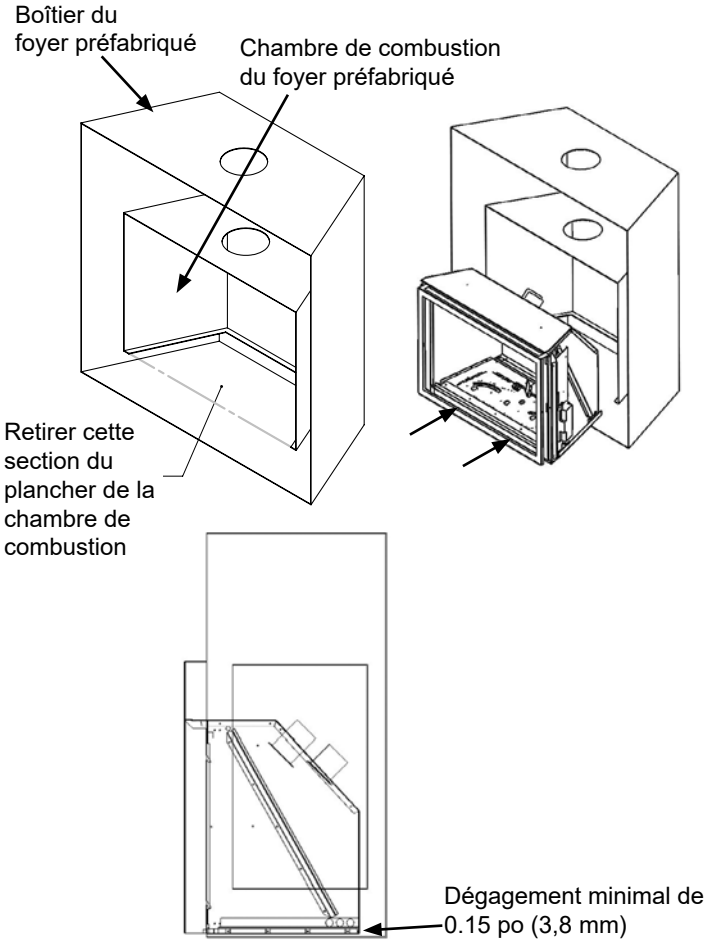

Figure 9.1.02: Retrait du plancher en métal
Le plancher en métal (J) peut être retiré pour donner l'espace additionnel nécessaire à l'installation de l'encastrable, pourvu que cela ne compromette pas l'intégrité structurelle du foyer existant, et que le dégagement minimal obligatoire de 0.15 po (3,8 mm) soit maintenu entre le bas de l'encastrable et le bas du boîtier du foyer existant. Pour ce faire, on peut utiliser des bandes de matériau incombustible ou les boulons de nivellement de l'encastrable (Voir **Figure 9.1.02**). Si le plancher est retiré, l'encastrable doit être placé directement sur la base métallique du foyer en métal. **En aucun cas le foyer ne peut être placé directement sur un matériau combustible**.